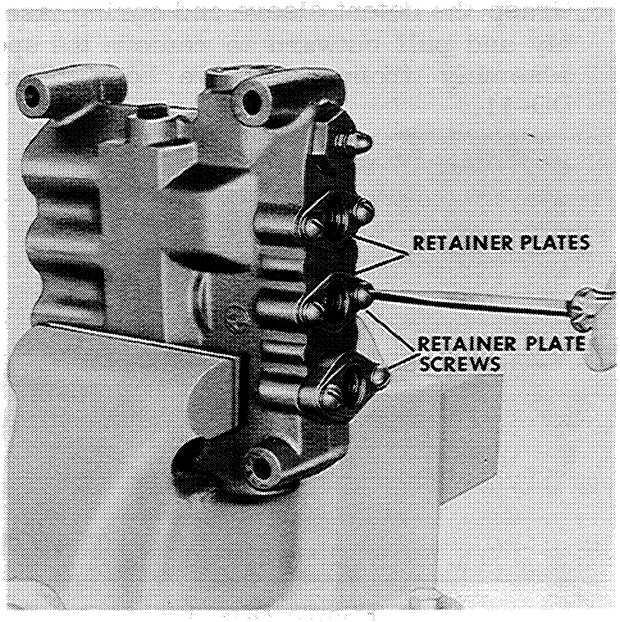
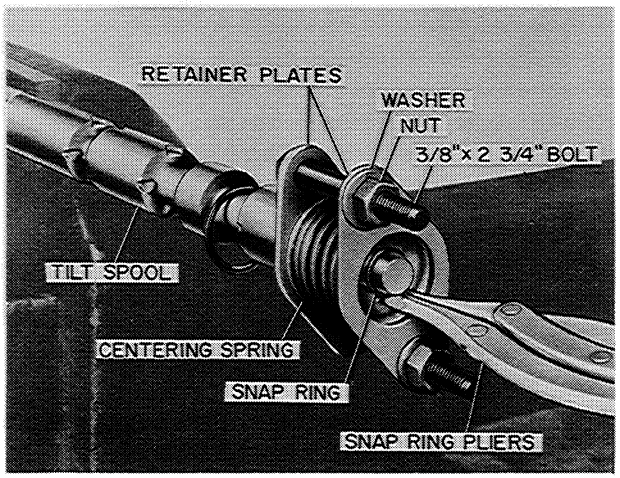

Figure DD-15
Figure DD-17
3. Remove the screws that hold the retainer plates to the control valve body, Figure DD-15. Then remove the retainer plates, wipers, retainers, "O" rings, seal housings and "O"rings.
The retainer plates shown in Figure DD-15 can be used in compressing either the tilt auxiliary spool centering spring, Figure DD-17.
5. To remove either the tilt spool or the auxiliary spool centering spring, the two retainer plates from the valve body can be used to compress the spring as illustrated in Figure DD-17. Remove the snap ring using a snap ring pliers, Figure DD-17.